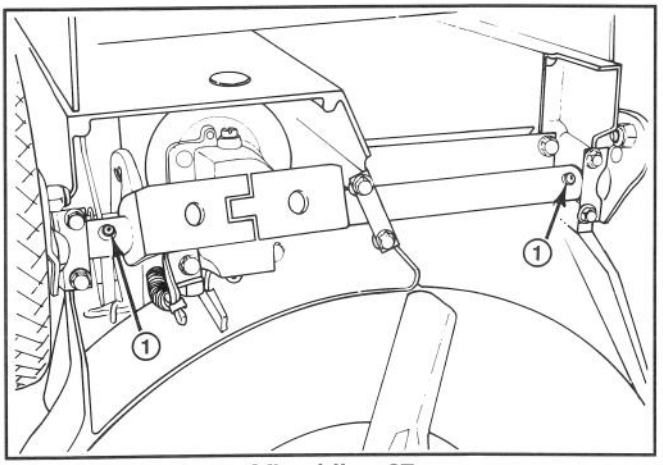

**Afbeelding 27**
**3.** Zet de maaier op de hoogste maaistand (E).
**4.** Leg de maaier op zijn linker kant. Veeg de smeerpunten met een schone doek af (Afb. 27). Zet de vetspuit op de punten en pomp twee à drie maal zachtjes. Gebruik #2 Multi Purpose Lithium Base smeerolie.